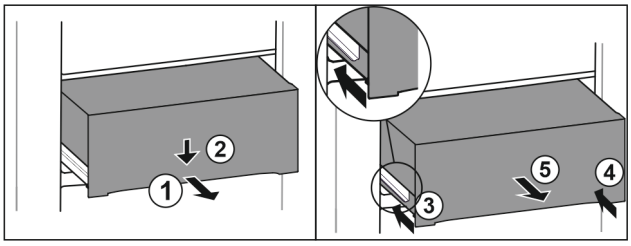

Fig. 179
▶ Pull out drawer half-way. *Fig. 179 (1)*
▶ Push the drawer down at the front. *Fig. 179 (2)*
▶ Push the left rail in by about 2 cm. *Fig. 179 (3)*
▶ Push the right rail in by about 2 cm. *Fig. 179 (4)*
▶ Remove drawer to the front. *Fig. 179 (5)*